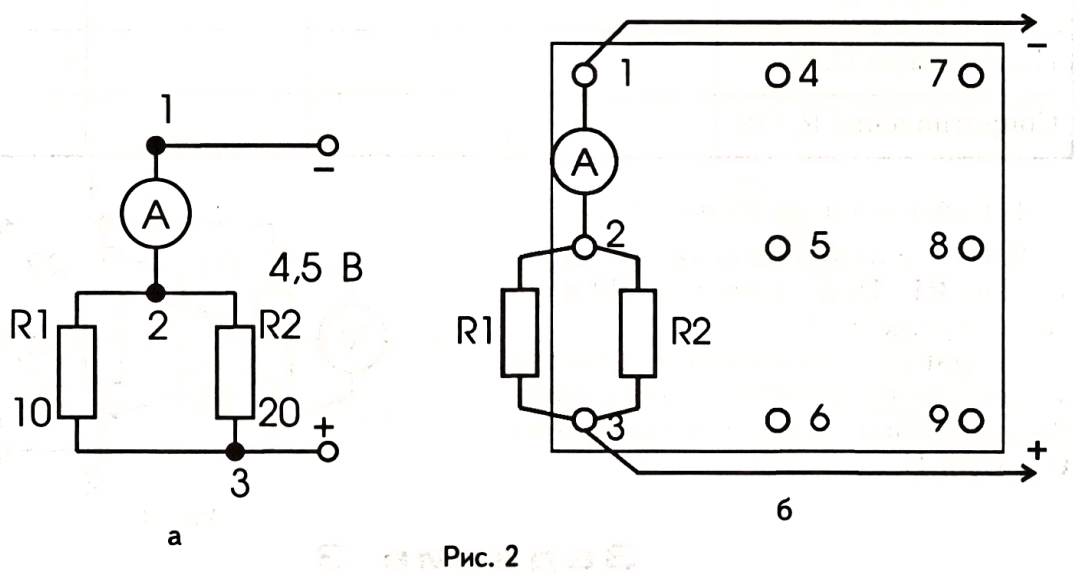

Рис. 2
1. Соберите схему по рис. 2 и измерьте силу тока **I** в цепи до разветвления.